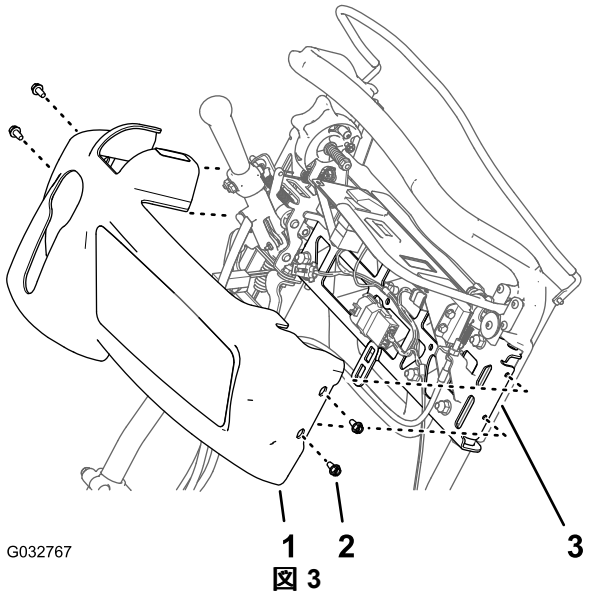

図 3
1. コントロールパネルのカバーをハンドルバーのブラケットに固定しているフランジヘッドねじ1/4 x 1/2 インチ4本を外す 図 3。
2. コントロールパネルのカバーを上前方に持ち上げてカバーを機体から取り外す図 3。